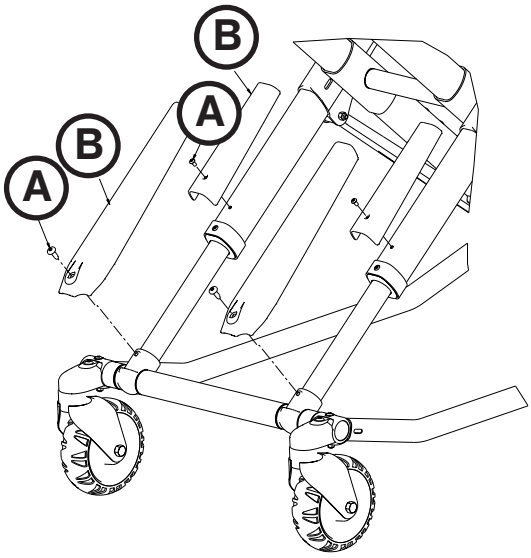

Afbeelding 79
2. Verwijder met een T27 Torx-schroevendraaier de platbolkopbout (A) waarmee de beschermkap van het X-frame (B) aan de binnenbuis is bevestigd (zie Afbeelding 79).
4. Verwijder de beschermkap van het X-frame van de buitenbuis en bewaar deze voor gebruik op de nieuwe buitenbuis (zie Afbeelding 79 op pagina 4-72).